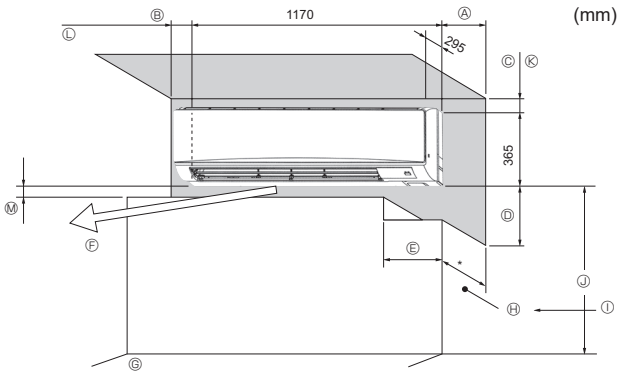

Fig. 2-1
2.1. Yttre dimensioner (Inomhusenhet) (Fig. 2-1)